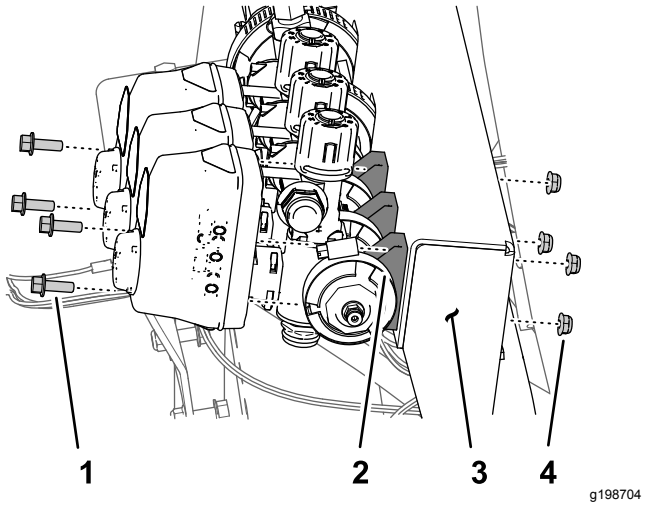

Figur 66
1. Afmonter de 2 flangehovedbolte (1/4 x 3/4 tomme) og 2 låsemøtrikker (1/4 tomme), der fastgør den venstre bomsektionsventil til manifoldbeslaget (Figur 66).
2. Afmonter de 2 flangehovedbolte (1/4 x 3/4 tomme) og 2 låsemøtrikker (1/4 tomme), der fastgør den højre bomsektionsventil til manifoldbeslaget (Figur 66).
3. Afmonter flangeklemmen (40 til 64 mm) og pakningen (25 x 35 mm), der fastgør venstre sektionsventils flange til adapteren (Figur 66).